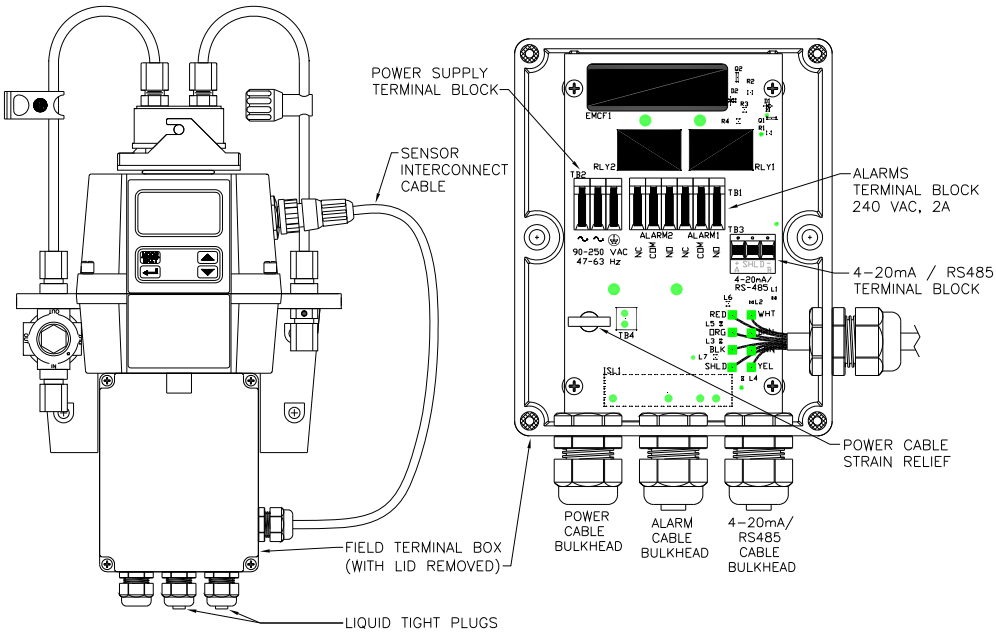

Figure 5: Electrical Connections for the Instrument
All of the electrical connections to the instrument are made through the field terminal box, which should be located directly under the sensor portion of the instrument. The connections are labeled within the terminal box and are self-descriptive (see Figure 5). Please follow all local and government recommendations and methods for installation of electrical connections to and between the instrument and other peripheral devices.
3.3.1 Power: The instrument is equipped with a 100-240 VAC, 47-63 Hz switching power supply; please verify that the line voltage falls within these specifications. It is recommended that a circuit breaker be placed prior to the power connection to allow for service. While making connections, refer to Figure 5. **The Micro TOL is not supplied with a power cord**.